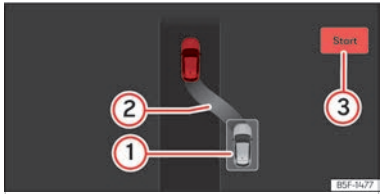

Fig. 159 En la pantalla del cuadro de instrumentos: desaparcar de un hueco en línea.
- Retroceda hasta que suene la señal continua del ParkPilot; **O BIEN:** dé marcha atrás hasta que en la pantalla del cuadro de instrumentos aparezca la indicación de dar marcha adelante. La barra de progreso ››› fig. 159 ③ indica la distancia que hay que recorrer.